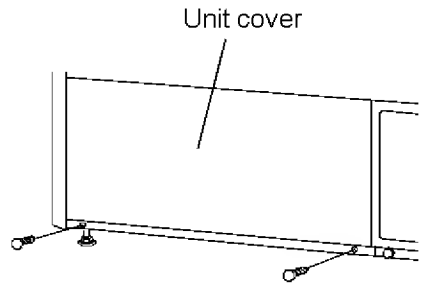

Fig. 6
1. As shown in Fig. 6, remove 2 screws on the bottom of the unit cover and remove the unit cover.